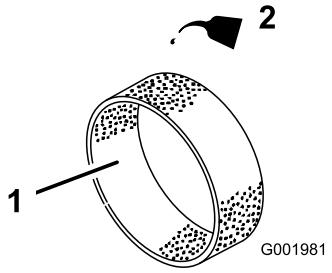

Figur 25
4. Kom ca. 30-60 ml olie på indsatsen (Figur 25).